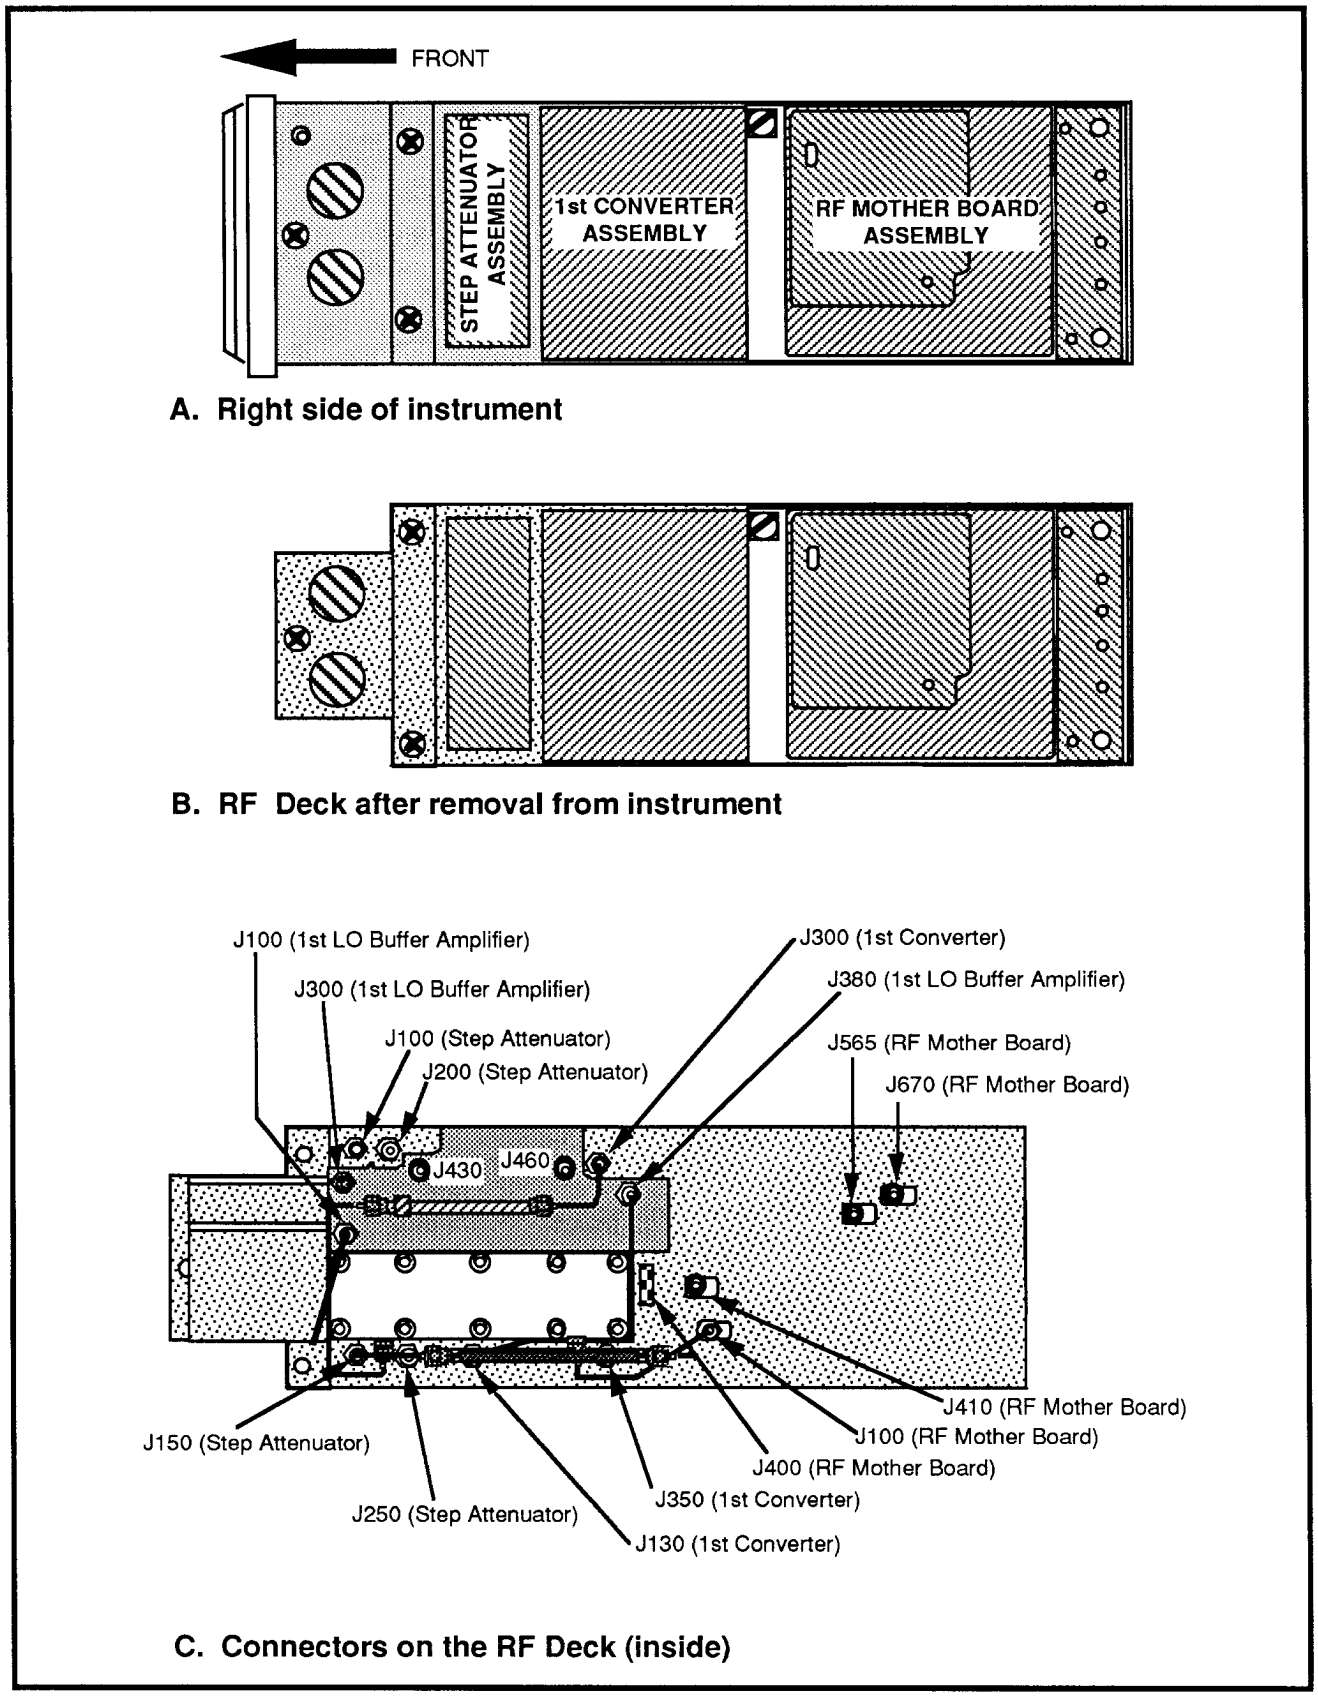

Figure 5-8. Connector locations on the RF Deck.
6. Disconnect P100 and P200 (Figure 5-8) from the Attenuator assembly.
7. Disconnect P400, P410, P565, P670 (Figure 5-8) from the RF Mother board assembly.
8. Disconnect P430 and P460 (and P300 if Option 04 or Option 15 is installed) from the 1st LO Buffer Amp assembly (Figure 5-8).
3. Disconnect P100, P200, and P150 (Figure 5-8) from the Step Attenuator.
2. Disconnect P100, P410, P400, P565, and P670 from the RF Mother board (Figure 5-8).
6. Disconnect P400 from the RF Mother board (Figure 5-8).